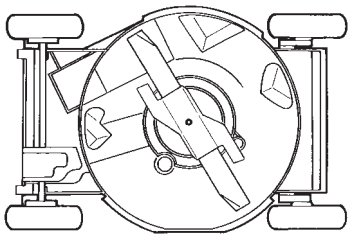

Figure 21
4. Inclinate il tosaerba sul lato sinistro (Fig. 21).